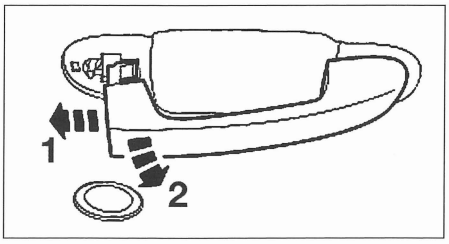

FIG. 64
• Deslizar la empuñadura exterior hacia atrás para separarla de su soporte **(fig. 64)**.